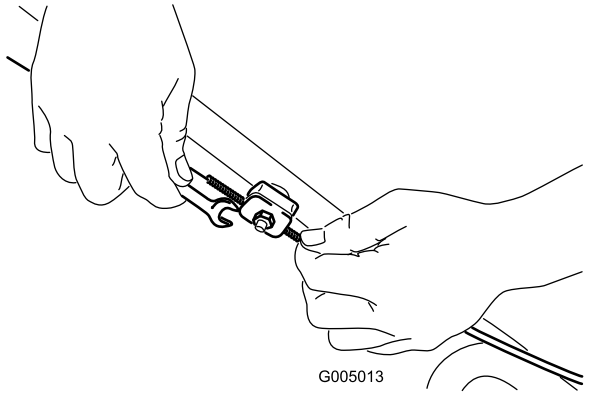

Figur 22
1. Løsn møtrikken til kabelunderstøtningen (Figur 22).